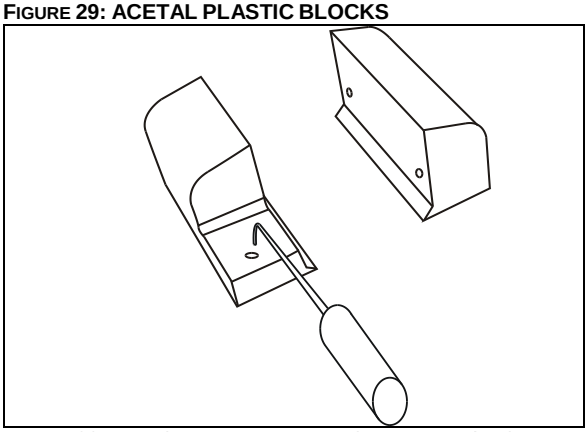

**FIGURE 30: REMOVE THE UPPER ACETAL PLASTIC BLOCKS WITH A PICKING TOOL**
3. Remove the 2 upper acetal plastic blocks. They have holes so they can be removed with a picking tool (Figure 30) from outside the vehicle. If the acetal plastic blocks are too hard to reach, slightly extend the slide-out, the movement of the slide-out should bring them out.